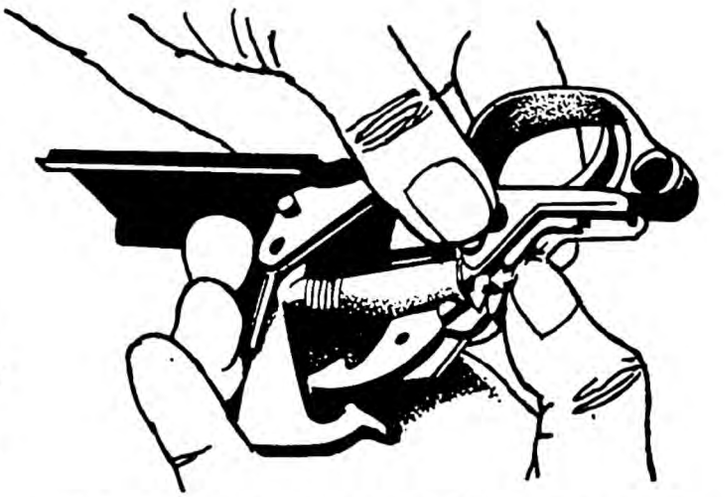

Figure 3-26. Seating the trigger pin.
E. With thumb against front of trigger housing and index finger at rear of the trigger (fig. 3-26) press forward on trigger and trigger pin will seat when pressure is applied on head of pin.